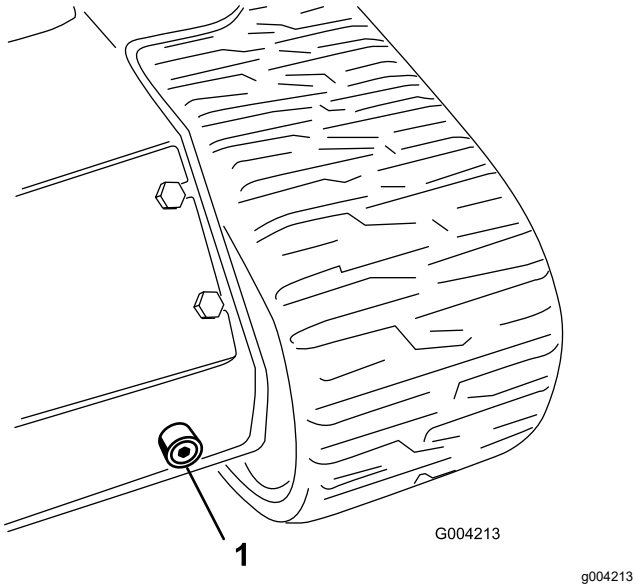

Rysunek 63
6. Umieść duży pojemnik o pojemności co najmniej 57 litrów pod korkiem spustowym z przodu maszyny (Rysunek 63).
7. Odkręć korek spustowy i poczekaj, aż olej ścieknie do pojemnika (Rysunek 63).